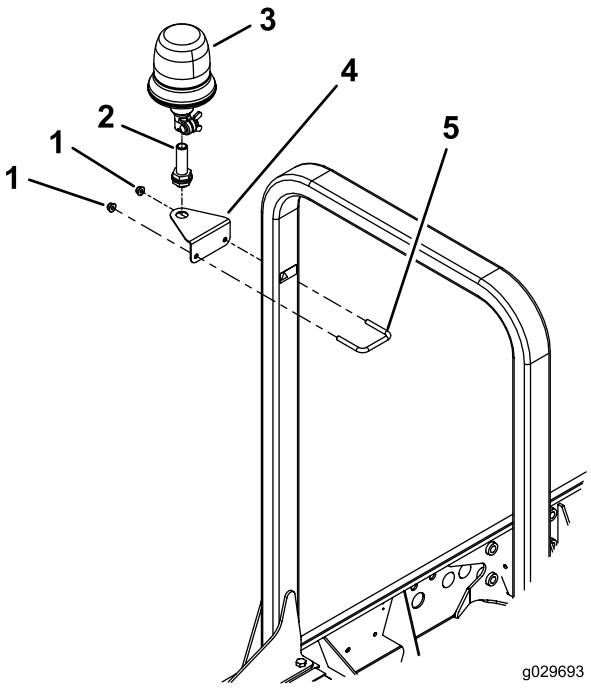

Figur 22
1. Fastgør løst beslaget til det roterende blinklys på siden af styrtbøjlestiveren med bøjleskruen og 2 flangemøtrikker (3/8 tomme), og placer dem som vist i Figur 22.
3. Monter fatningen til det roterende blinklys på beslaget til det roterende blinklys med den medfølgende kontramøtrik (Figur 22).
4. Sæt det roterende blinklys på fatningen og stram vingemøtrikken (Figur 22).